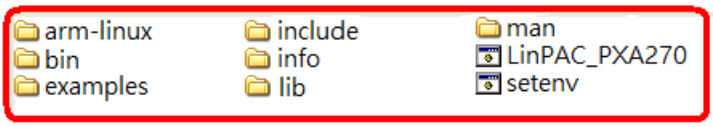

Fig. 2-10
7. Open the “**C:\cygwin\LinCon8k**” folder and see the content. Refer to Fig 2-10.